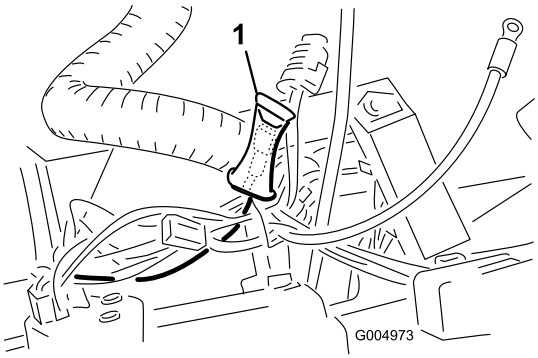

Figur 24
5. Find indeni kontrolpanelet den lyserøde ledning med stikket, der er indkapslet i en plastbobbel (Figur 24).
8. Før den anden ende af ledningsnettet under bagstelmonteringen mod maskinens venstre side, mens clipsene til ledningsnettet sættes i hullerne i undersiden af bagstelmonteringen (Figur 24).